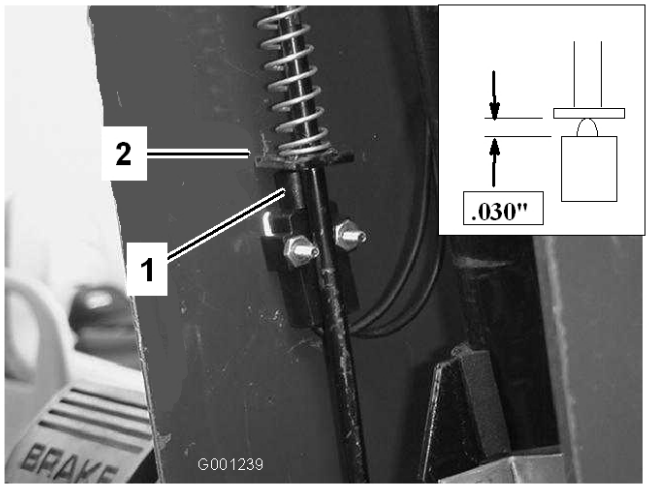

Figur 60
3. Skjut upp kåpan längs med styraxeln för att exponera parkeringsbromsbrytaren (Figur 60).
5. Rikta in parkeringsbromsspakens vinge med brytarkolven (Figur 60).
6. Tryck ned parkeringsbromsstången och tryck upp brytaren tills brytarkolvens sammanpressade längd är 0,8 mm (Figur 60, infogad bild). Detta är avståndet mellan parkeringsbromsspakens vinge och brytarkolvshuset.